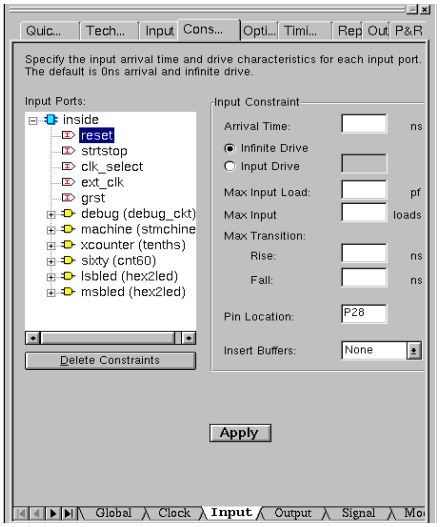

Figure 1-14 Spectrum Level 3 Constraints window
9. Click on the Constraints tab. Since this design runs at quite a slow frequency it is not necessary to enter in a Clock frequency. You can enter in a Global timing constraint for the clock, of 40 MHz to see the resulting .ncf file file timing constraints that are written out. Click on the Apply button. We will be using the Input sub-tab, found at the bottom of this particular window, to lock two signals to two pins, then use a .UCF to lock all the rest in order to save time. See figure 1-14.